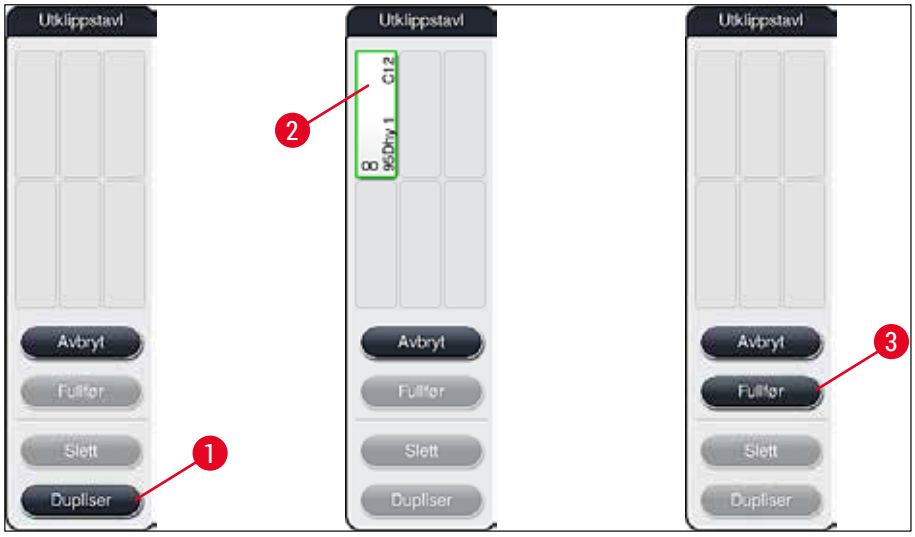

Fig. 54
2. Les informasjonsmeldingen som vises på skjermen, og bekreft med OK! En ny Utklippstavle (→ "Fig. 54") åpnes.